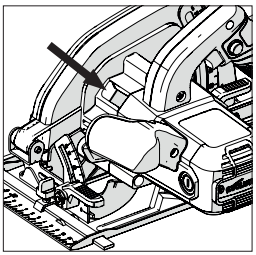

Fig. 3
- Repérez le bouton de blocage de l'arbre de la machine (au même endroit sur toutes les machines). Verrouillez l'arbre de la machine en appuyant sur le bouton de blocage de l'arbre. **(Fig. 3)**.